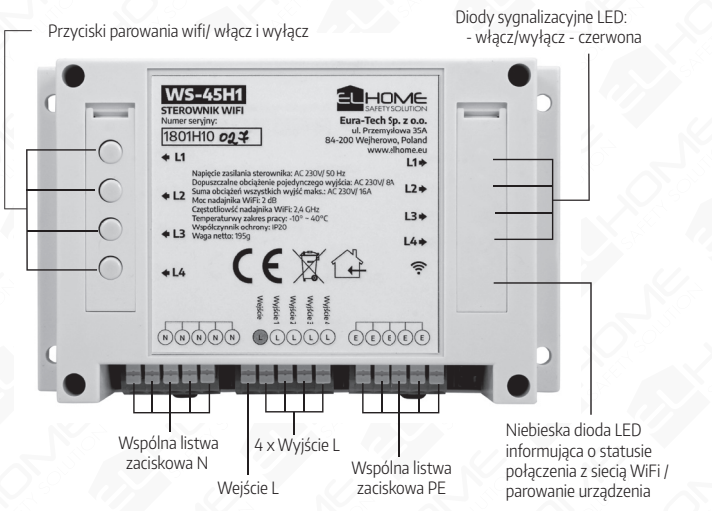

Rys. 1. Budowa i opis WS-45H1
Budowę WS-45H1 pokazano na rys. 1.
1. Aby rozpocząć proces parowania należy nacisnąć i przez ok. 7 sekund przytrzymać dowolny przycisk parowania (Rys. 1), znajdujący się na obudowie urządzenia. Przejście w tryb parowania zostanie zasygnalizowane przez urządzenia za pomocą niebieskiej diody LED, która będzie jednostajnie migać.